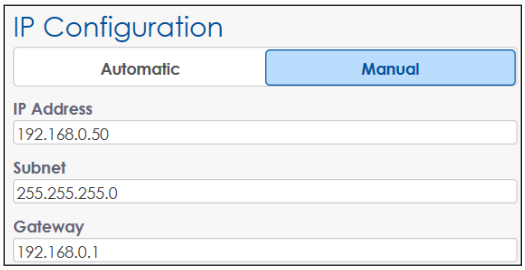

Figure 36: *Network - IP Configuration*
- **Manual:** The VIP is manually configured to use a specific IP address. Enter the **IP Address**, **Subnet**, and **Gateway** values manually when a DHCP server does not exist or when the installation requires the VIP to always use a static IP address. Refer to **Figure 36**.